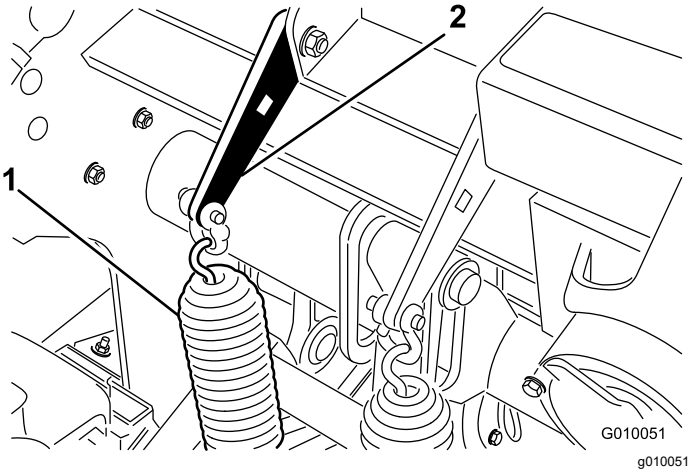

**Figure 27**
2. Loosen the carriage bolt nuts securing the spring brackets to the coring head (Figure 27). Do not remove them.